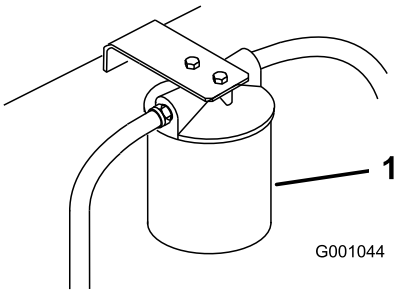

Figur 66
3. Sätt ett tömningstråg under filtret, ta bort det gamla filtret och torka ren filteradapterpackningens yta (Figur 66).